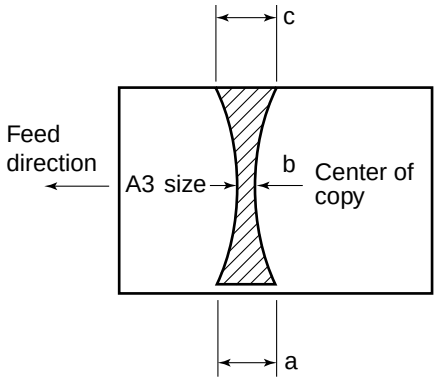

Figure 6-214
If the nip width is not as shown in Figure 6-214, turn the bolt to adjust it.
5) Measure the width of the toner portion which has a glossy surface, as shown in Figure 6-214.